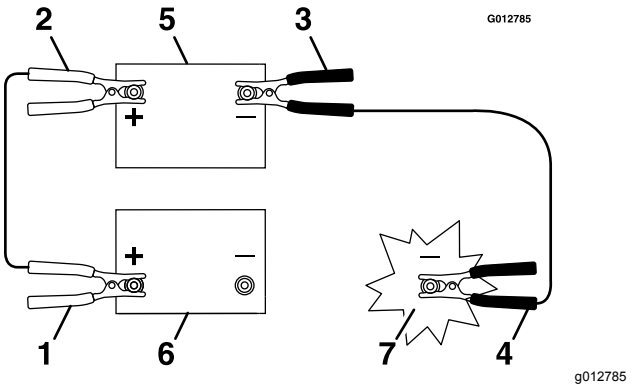

Figur 48
3. Koble den positive (+) kabelen til den positive (+) polen på det utladede batteriet som er koblet til starteren eller solenoiden som vist i Figur 48.